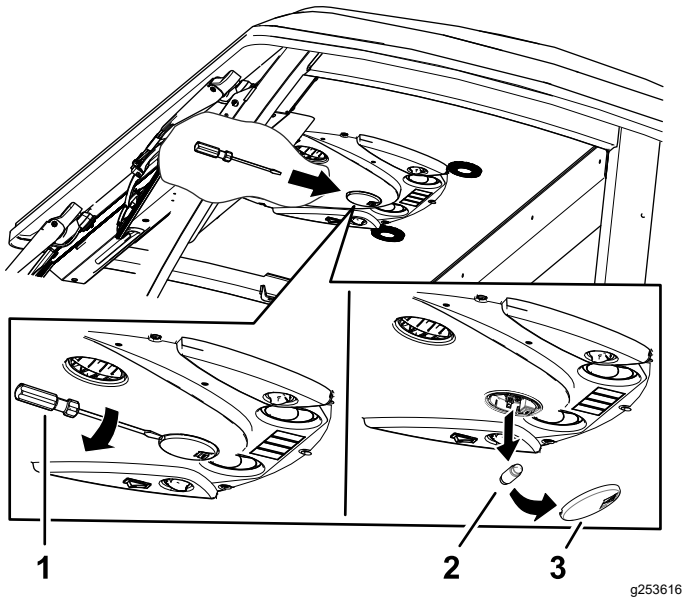

Figura 85
1. Rimuovete il vetro della luce dal quadro di comando con un cacciavite (Figura 85).
2. Rimuovete la lampadina dalla base della luce (Figura 85).